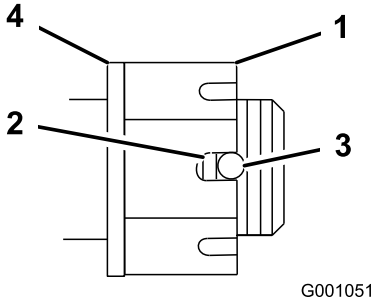

**Figur 56**
4. Spænd møtrikken med udskæring til 170 Nm (Figur 56).
5. Kontroller afstanden fra bunden af udskæringen i møtrikken til hullets indvendige kant. To gevind eller mindre skal være synlige (Figur 56).
7. Spænd møtrikken med udskæring til 170 Nm (Figur 56).
8. Spænd møtrikken, indtil næste sæt udskæringer rettes ind med hullet i akslen (Figur 56).